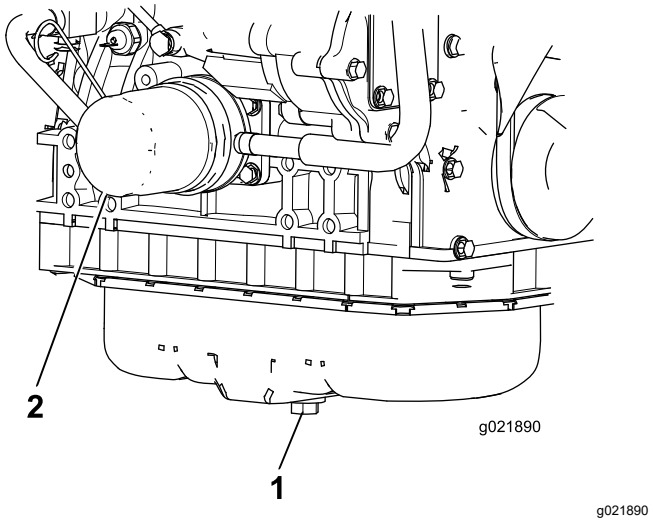

Figuur 73
1. Verwijder de olieaftapplug (Figuur 73) en laat de olie in een opvangbak lopen. Als alle olie is weggelopen, plaatst u de aftapplug terug.
2. Verwijder het oliefilter (Figuur 73). Smeer een dun laagje schone olie op de nieuwe filterpakking voordat u deze vastschroeft. **Niet te vast draaien.**